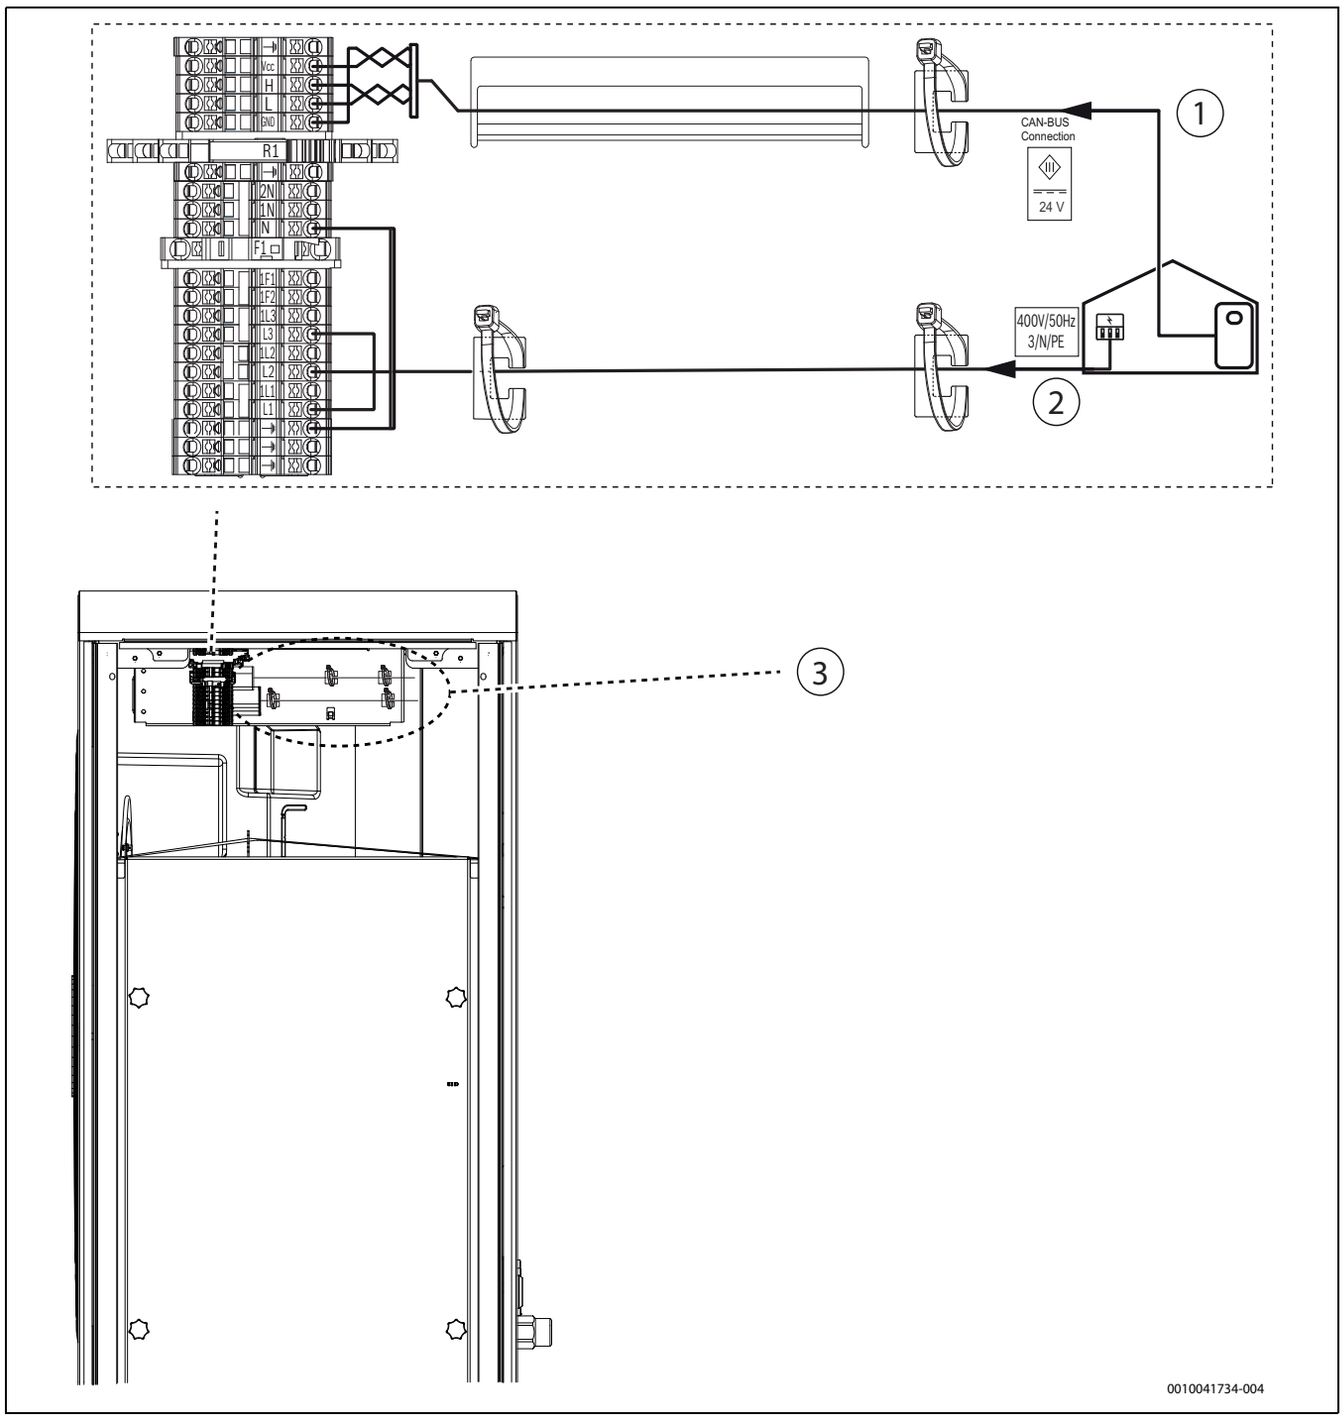

Bild 34 Anschlussklemmen am Installationsanschlussbereich
- ▶ Kabel entsprechend →Abbildung 34 anschließen.